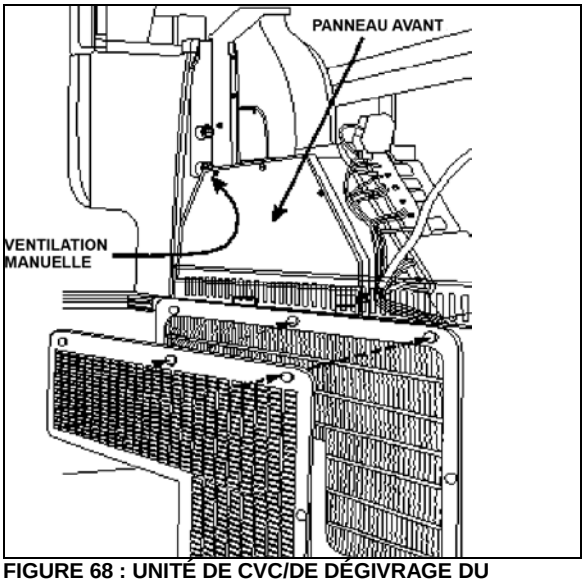
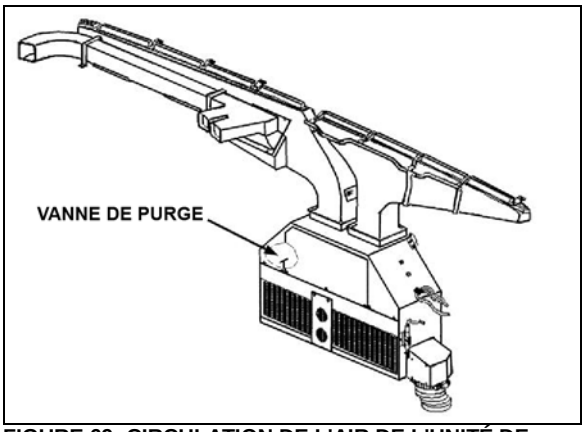
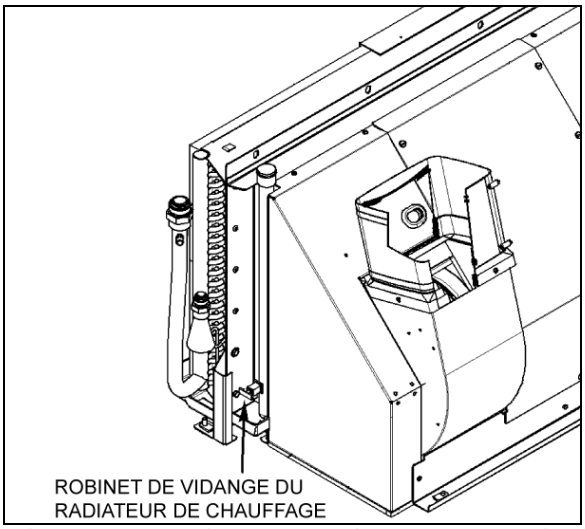

FIGURE 68 : UNITÉ DE CVC/DE DÉGIVRAGE DU CONDUCTEUR
FIGURE 69: CIRCULATION DE L'AIR DE L'UNITÉ DE CONDUCTEUR
FIGURE 74: EMPLACEMENT DU ROBINET DE VIDANGE DU RADIATEUR DE CHAUFFAGE
L'air neuf entre par l'arrière des phares de droite (séries H3) ou par la boîte de répartition d'air sous le compartiment de service avant (séries X3) et pénètre dans la boîte de mélange par l'intermédiaire d'un clapet qui peut s'ouvrir et se fermer. Le retour d'air entre par la console de droite dans la boîte de mélange. (Figure 69) Le mélange d'air passe par les serpentins de refroidissement et de chauffage, par les ventilateurs et par les tuyaux d'évacuation.
4. Depuis l'intérieur du véhicule, démonter les deux panneaux de finition à l'avant de l'unité. Enlever les trois vis qui fixent le panneau avant de l'unité. Ouvrir le robinet de vidange situé à de l'unité du conducteur. (Figure 69). Pour un drainage plus efficace, ouvrir l'évent manuel situé du côté conducteur de l'unité de CVC, s'il y en a un (Figure 68).
4. Ouvrir le robinet de vidange en bas du radiateur de chauffage (Figure 74). Il est possible de détacher un raccord de flexible en haut du radiateur de chauffage afin de laisser l'air entrer pendant la vidange. Le robinet de vidange principal du radiateur de chauffage se trouve dans le compartiment de l'évaporateur. Pour accéder à la soupape sur les véhicules de série X, ouvrir la porte du compartiment à bagages situé en face du compartiment de l'évaporateur (côté gauche). Ouvrir le panneau d'accès au compartiment de l'évaporateur.
Il est nécessaire de purger l'air du système de chauffage lorsque le système de chauffage a été vidangé et rempli ou après un manque de liquide et un ajout. Repérer le robinet de purge illustré à la Figure 69 et à la Figure 74, l'ouvrir et le maintenir ouvert jusqu'à ce qu'il n'y ait plus d'air qui sorte des tuyaux. Pour un drainage plus efficace, ouvrir l'évent manuel situé du côté conducteur de l'unité de CVC, s'il y en a un (Figure 68).